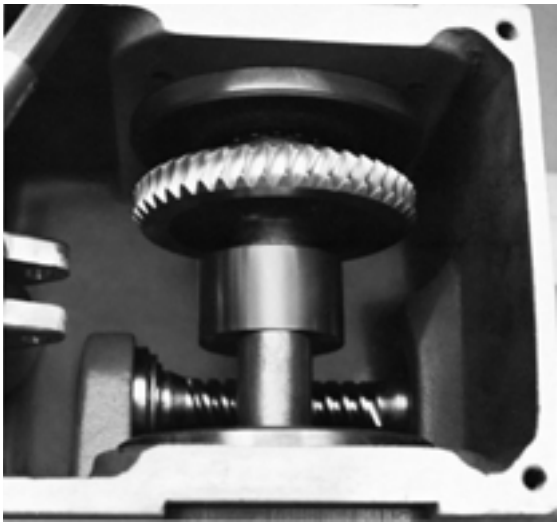

Figura 55
2. Coloque el conjunto del eje excéntrico en la caja de engranajes, sin la biela trasera y girado 180º, de manera que no haya contacto entre los engranajes (Figura 55).